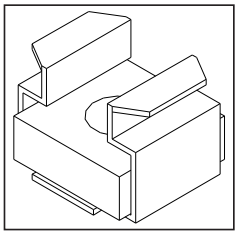

Figure 18: Square Bolt.
There are two (2) leveling legs and they can be found inside the manual bag. Each leveling leg consists of a long bolt, a hex nut, a washer, and a square bolt with clip (see Figure 18). For installation of the leveling legs the unit should be on its back and a ½" wrench is required for adjustments.